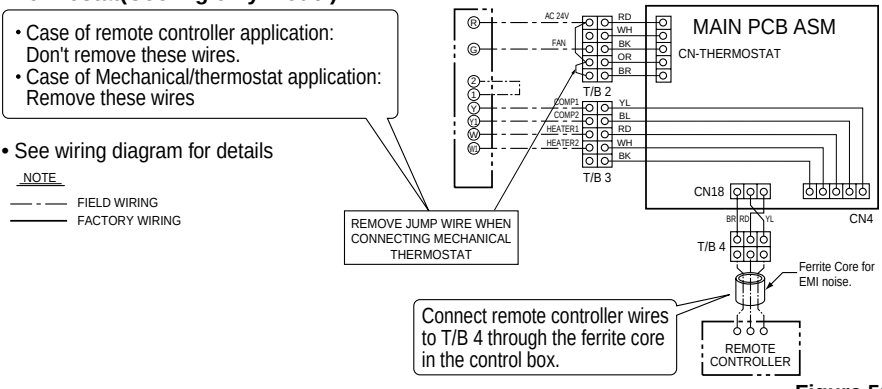

Figure 5C
■ **Cooling only - 2 Comp, 2 Heater(Figure 5C)**